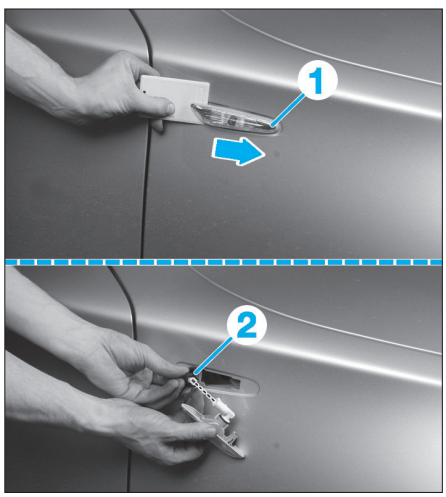

Fig. 160
• A l'aide d'une cale en plastique, dégrafer comme illustré le répétiteur latéral (1) **(Fig.160)**.